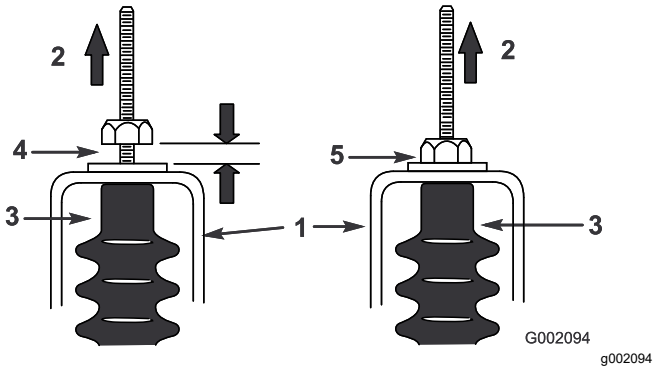

Figuur 59
5. Trek aan beide kabels van het schakelmechanisme en zorg ervoor dat er een ruimte van 0,76 tot 1,52 mm tussen de moer/ring en de beugel van de neutraalstand is (Figuur 59).